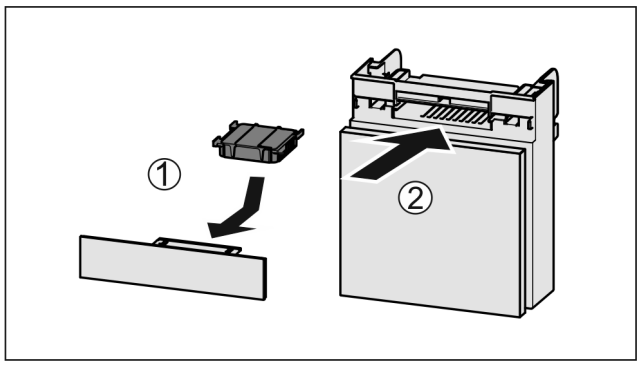

Fig. 196
▶ 按图装入 *Fig. 196 (1)*活性炭过滤器。
▶ 推入 *Fig. 196 (2)*抽屉。